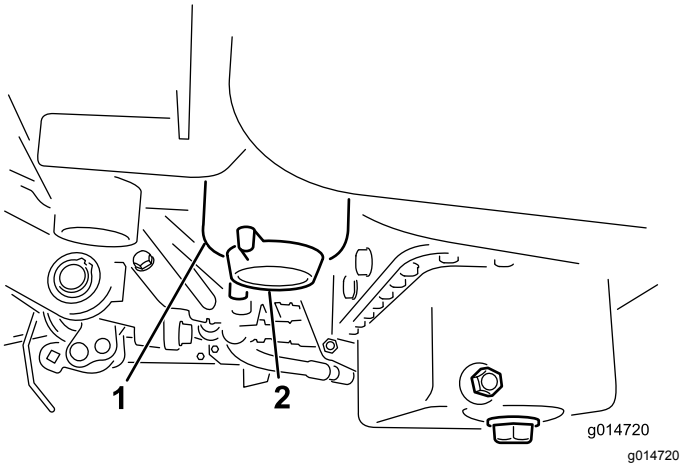

Figur 31
3. Åpne tappepluggen på drivstoffilteret ca. én omdreining, og tapp ut oppsamlet vann (Figur 31).